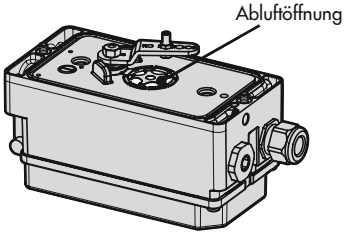

Bild 5-1: *Abluftöffnung (Stellungsreglerrückseite)*
- ➔ Abluftöffnung (vgl. Bild 5-1) bauseits nicht verschließen oder drosseln.